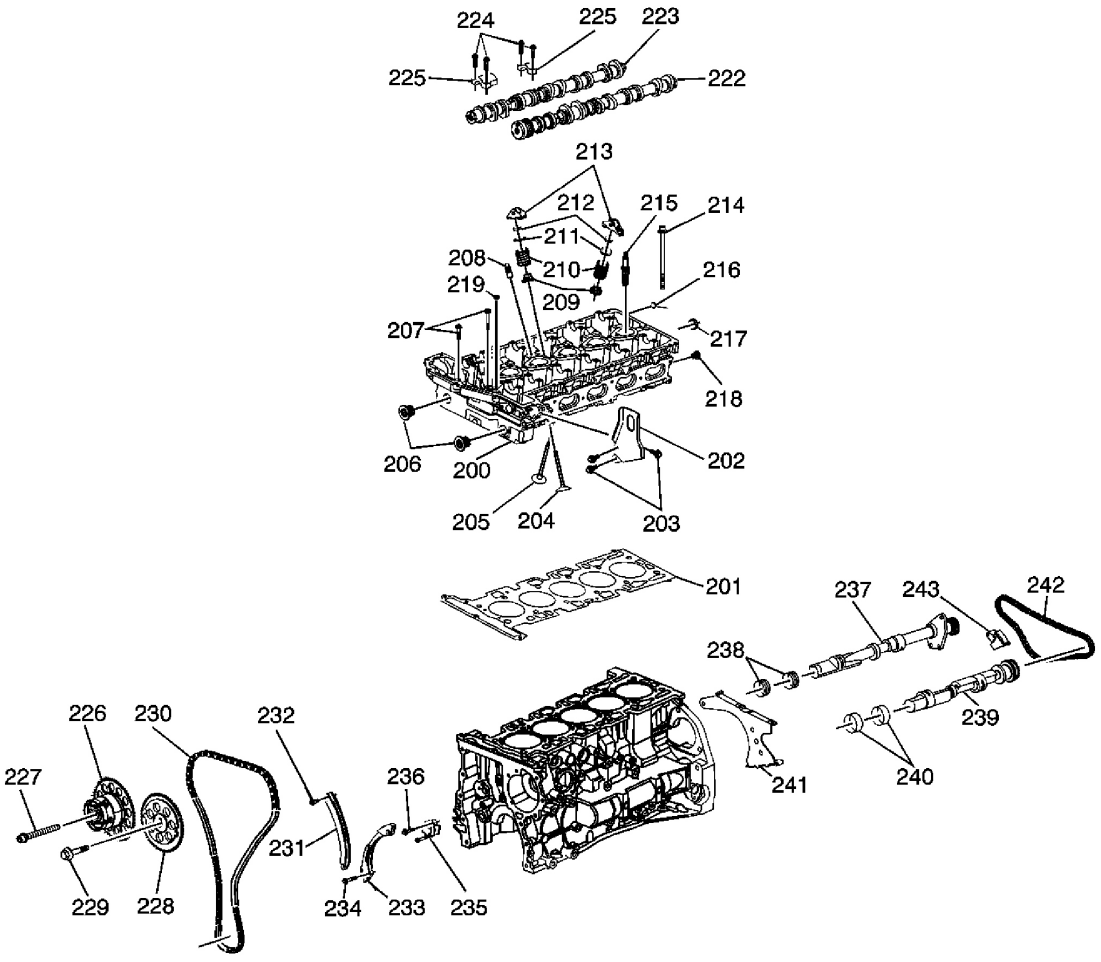

**Fig. 17: Culata componentes desarmados Ver**
**Llamadas con respecto a la Fig. 17**